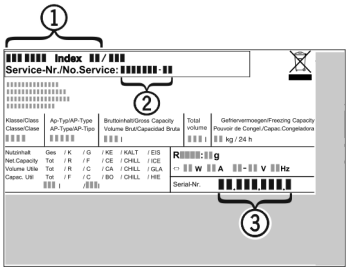

Fig. 15
- ▶ Relever la désignation de l'appareil *Fig. 15 (1)*, le n° de service *Fig. 15 (2)* et le n° de série *Fig. 15 (3)* sur la plaquette signalétique. Cette plaquette se trouve sur la paroi intérieure gauche de l'appareil.
- ▶ Informer le S.A.V. et lui communiquer la panne, la désignation de l'appareil *Fig. 15 (1)*, le n° de service *Fig. 15 (2)* et le n° de série *Fig. 15 (3)*.